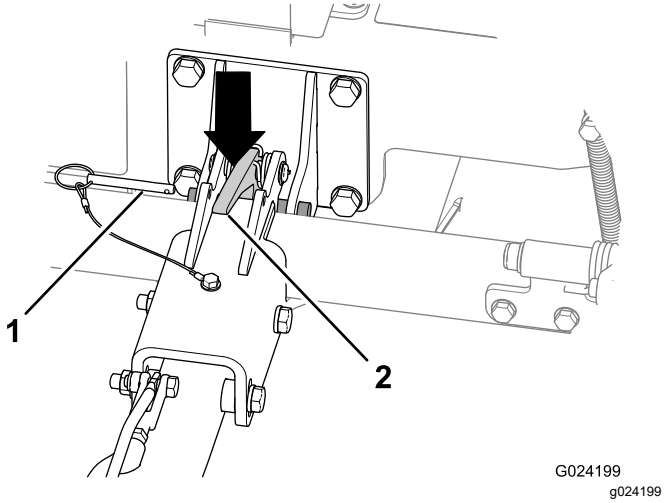

Figur 21
2. Fjern låsepinden (Figur 21).
4. Tryk ned på bugsertrækkets lås for at låse bugsertrækket op (Figur 21).